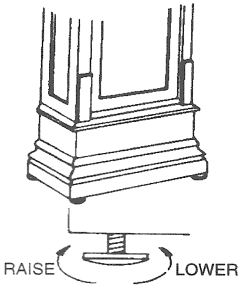

Fig. 3
It is essential that your clock rests in a level and stable position. Make sure it is sitting square and firm on the floor so that it will not fall over. The four (4) leveling feet at the base of the clock are provided to level the clock from side to side and front to back (Fig. 3). The leveling feet can be turned to raise or lower each corner of the clock. If your clock rests on thick carpeting, it may be necessary to lower the feet so they set lower in the carpet or brace the top of the clock to eliminate any side to side sway (see also Trouble Shooting Step 4). You should also recheck the level of your clock after a few weeks to adjust for settling.